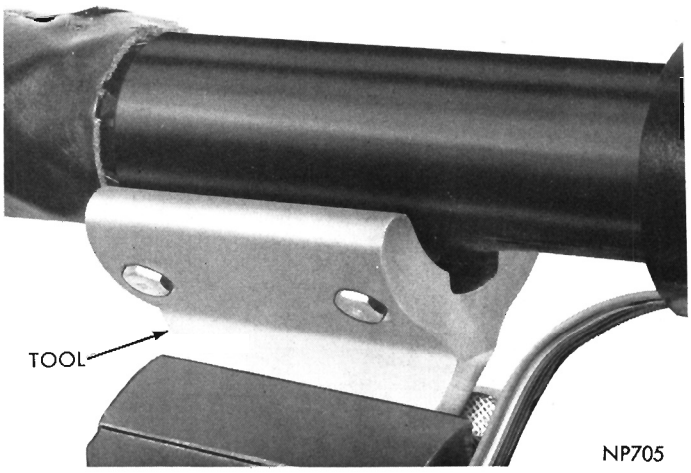

Fig. 2—Column Holding Fixture
(2) Unsnap and remove the two wiring troughs from column jacket. Remove wiring from between the two mounting pads. Attach column Holding Fixture C-4048 to jacket pads and clamp the assembly in a vise (Fig. 2).